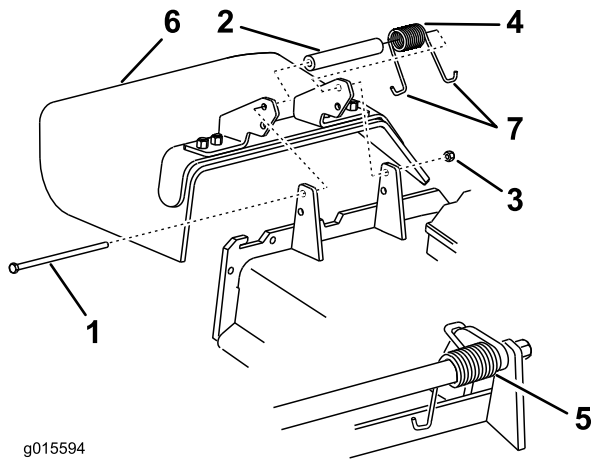

Figuur 90
1. Verwijder de borgmoer, bout, veer en afstandsstuk waarmee de bevestigingen van de grasgeleider vastzitten op de draaibeugels (Figuur 90). Verwijder een beschadigde of versleten grasgeleider.
Opmerking: Zorg ervoor dat één **J**-vormige einde van de veer is gemonteerd achter de rand van het maaidek voordat u de bout plaatst zoals wordt aangegeven in Figuur 90.
3. Monteer de bout en de moer. Plaats één **J**-vormig haakeind van de veer om de grasgeleider (Figuur 90).